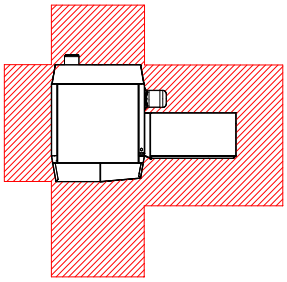

Abb.1
1. Den Kessel entsprechend den geforderten Mindestwandabständen im Heizraum platzieren damit ausreichend Wartungsflächen um den Kessel, siehe Abb.1, vorhanden sind. Den Kessel mittels Schraubfüßen nach hinten leicht steigend ausrichten, sodass die im Wärmetauscher vorhandene Luft bei der Anlagenbefüllung problemlos entweichen kann.